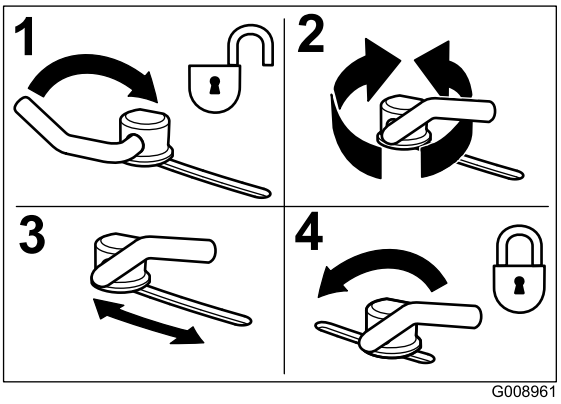

Figur 31
3. Knastlåsene justeres ved at svinge grebet op, så knastlåsen løsnes (Figur 31).
5. Sving grebet tilbage for at stramme skærm og knastlåse (Figur 31).